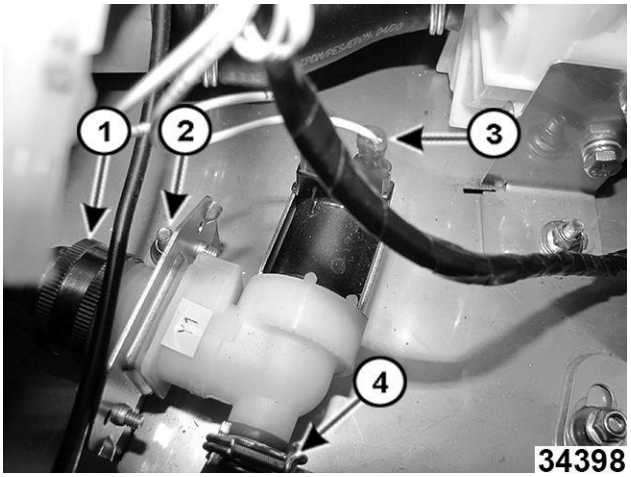

Fig. 149
5. Localice la válvula de llenado y desconecte los cables de la válvula. (3, Fig. 149)
6. Quite la tuerca de bloqueo (2, Fig. 149) para liberar el conjunto de la válvula de liberación.
7. Siempre que las mangueras tengan suficiente holgura, saque el conjunto de la máquina y desconecte la línea de agua entrante (1, Fig. 149) sobre la bandeja de recolección.
8. Afloje la abrazadera de la manguera (4, Fig. 149) y retire la manguera del acople dentado.